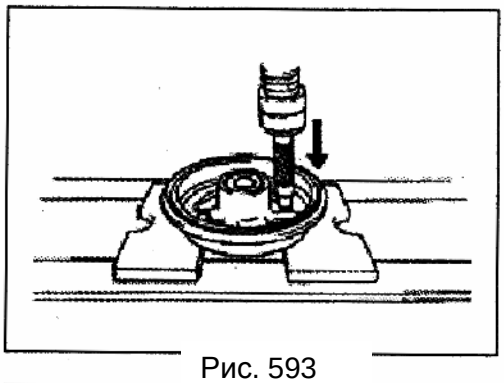

Рис. 593
1) Установите новые болты в отверстия ступицы и плавно их заверните. Резьба болтов должна совпасть с резьбой тормозного барабана (Рис. 593).